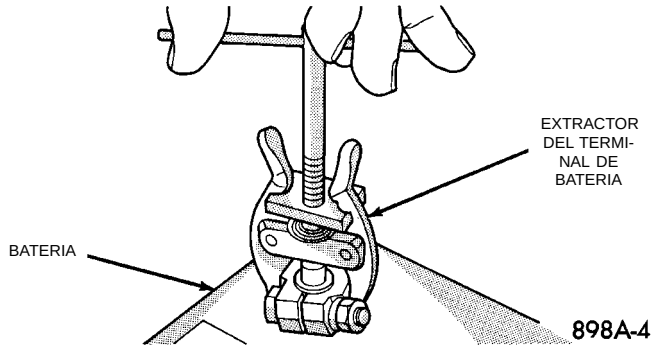

Fig. 12 Desmontaje de los cables negativos de la batería
(1) Asegúrese de que el interruptor de encendido esté en la posición OFF y que todos los accesorios también estén en OFF.
(2) Retire primero el cable negativo de la batería y después el positivo (Fig. 12).